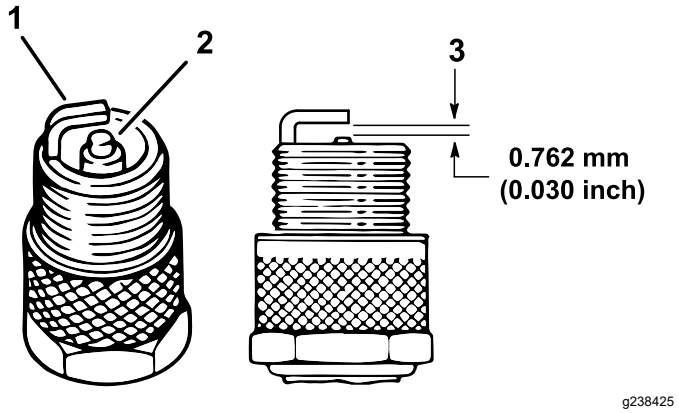

Figur 34
4. Kontroller sideelektrodens, midterelektrodens og midterelektrodens isolators tilstand for at sikre, at disse ikke er beskadiget (Figur 34).
5. Indstil gnistgabet mellem midten og siden af elektroderne til 0,762 mm som vist i Figur 34.